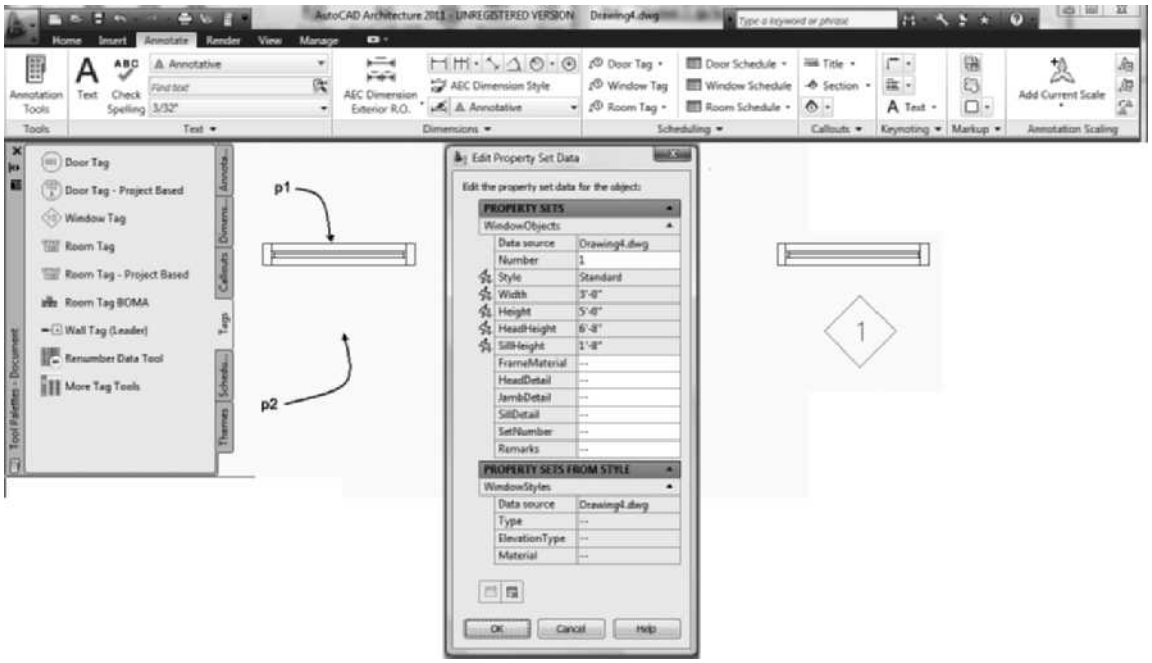

FIGURE 11.38 *Placing a window tag*
2. Select a window at **p1** as shown at the left in Figure 11.38 for the placement of a tag.
3. Select a location for the window tag (**p2** as shown at the right in Figure 11.38). The **Edit Property Set Data** dialog box opens as shown in Figure 11.38.
4. Edit the **Edit Property Set Data** dialog box and click **OK** to close the dialog box and display the window tag as shown at the right in Figure 11.38.